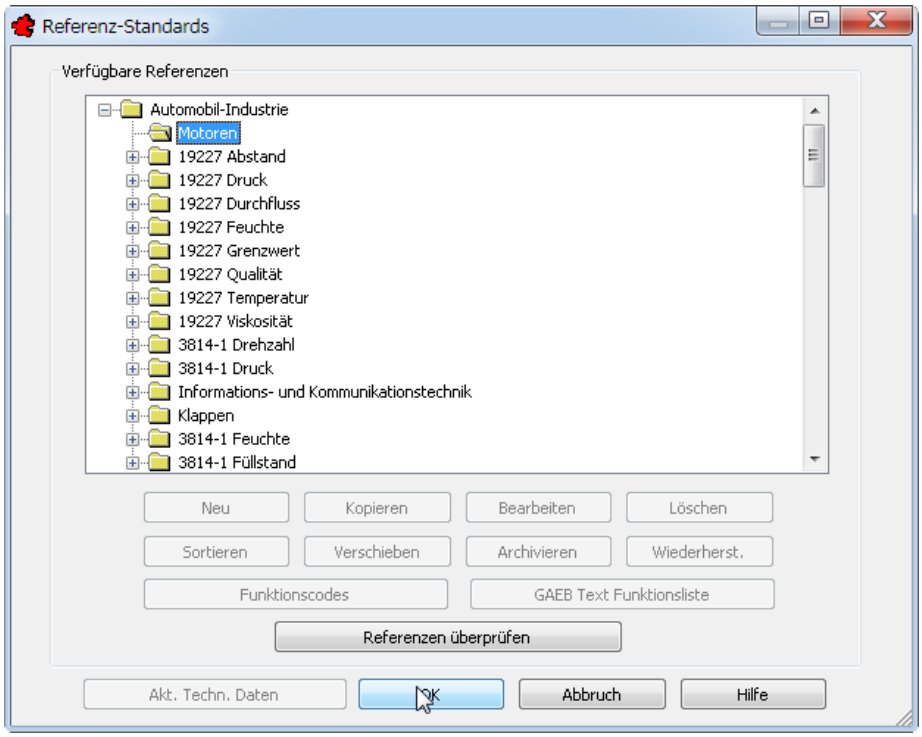

Bild 32.37 – Verschieben eines Referenzobjekts
- wählen Sie das Objekt und klicken auf *Verschieben*. Die Dialogbox *Referenz-Standards* erscheint (Abb. 32.37).